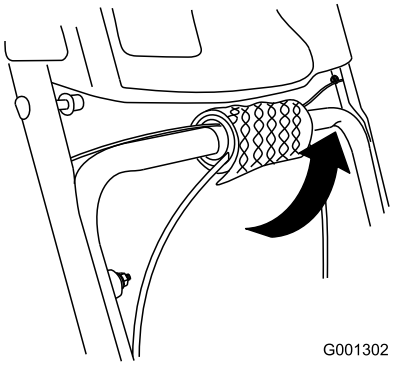

Rysunek 5
1. Odwiń końcówki linek z dolnego uchwytu (Rysunek 5).